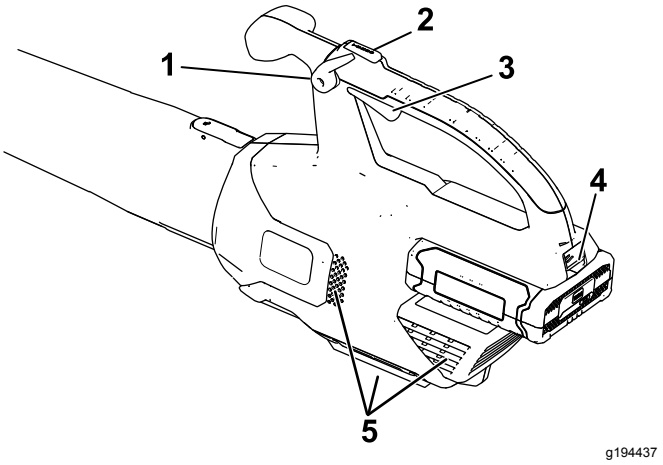

Figure 4
2. Pour mettre le souffleur en marche, serrez la gâchette de vitesse variable (Figure 4).
Remarque: Enclenchez le blocage de vitesse pour laisser la machine tourner sans avoir à appuyer sur la gâchette de vitesse variable (Figure 4).
Pour accélérer le débit, appuyez sur le bouton Turbo Boost et maintenez-le enfoncé pendant la durée souhaitée (Figure 4).
Pour régler le débit du souffleur en marche, serrez la gâchette de vitesse variable (Figure 4).
Pour maintenir le débit d'air actuel, engagez le blocage de vitesse (Figure 4).
Pour arrêter le souffleur, déverrouillez le blocage de vitesse (le cas échéant) et relâchez la gâchette de vitesse variable (Figure 4).